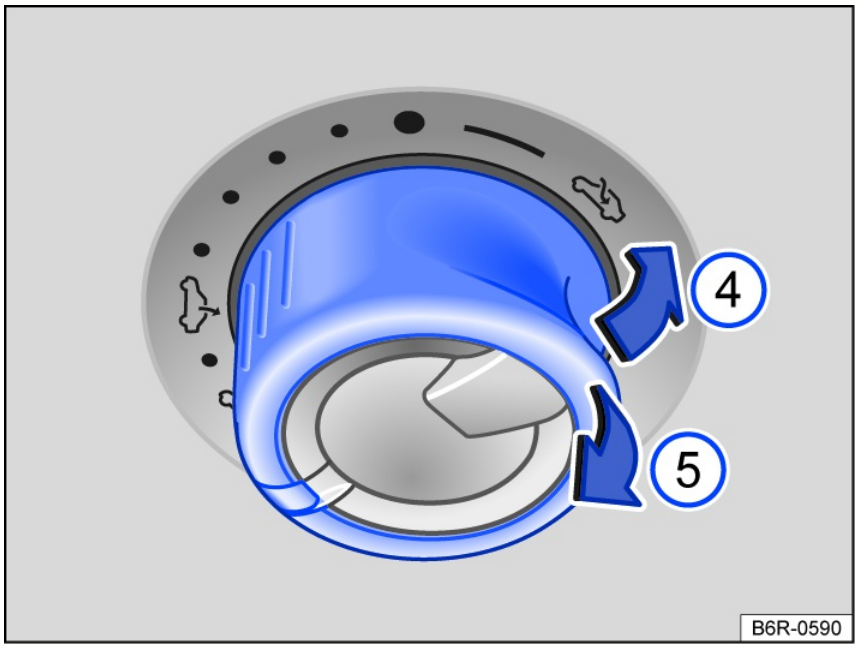

Fig. 56 In the headliner: pushing the switch to raise and pulling the switch to close.
1. Briefly press the switch to the rear *fig. 56*.
1. Briefly press or pull the switch *fig. 56* or (5) again.
1. Briefly pull the switch *fig. 56* to the rear.